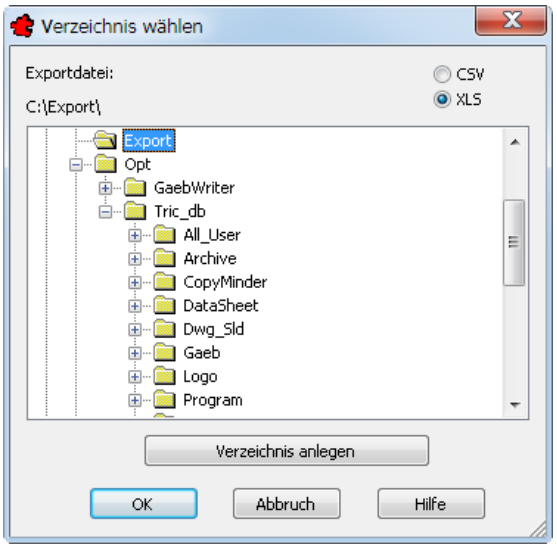

Bild 22.15 – Listen: Wahl des Exportverzeichnisses
- Klicken Sie auf *Export*. Ein Verzeichnisdialog wird geöffnet, in dem Sie das Exportverzeichnis wählen und gegebenenfalls auch *anlegen* können (Abb. 22.15).